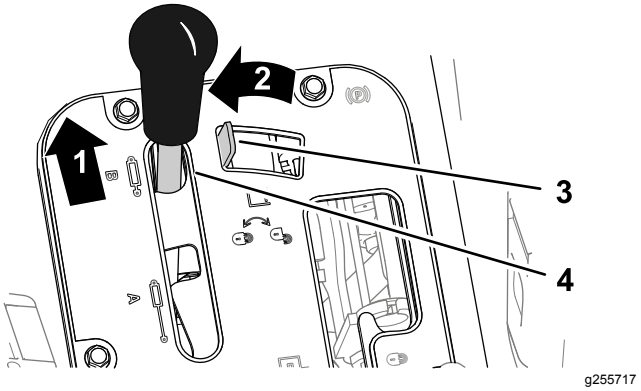
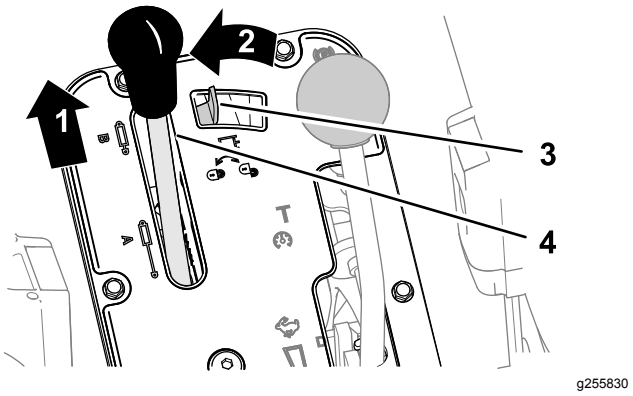

**Figur 90**
**Figur 91**
1. Skyv den hydrauliske løftespaken fremover (Figur 90 eller Figur 91).
2. Flytt låsen for den hydrauliske løftespaken til venstre for å aktivere den (Figur 90 eller Figur 91).